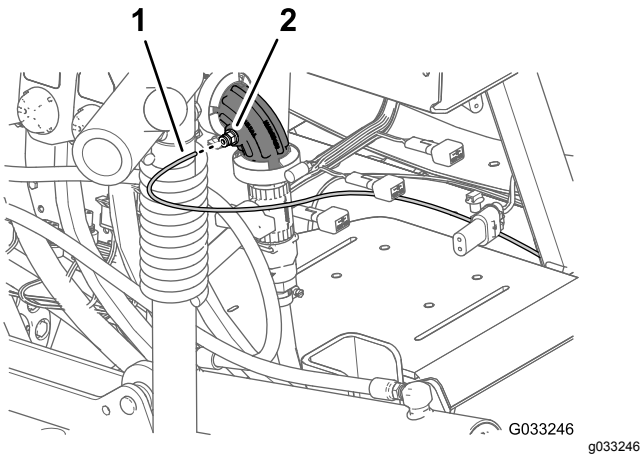
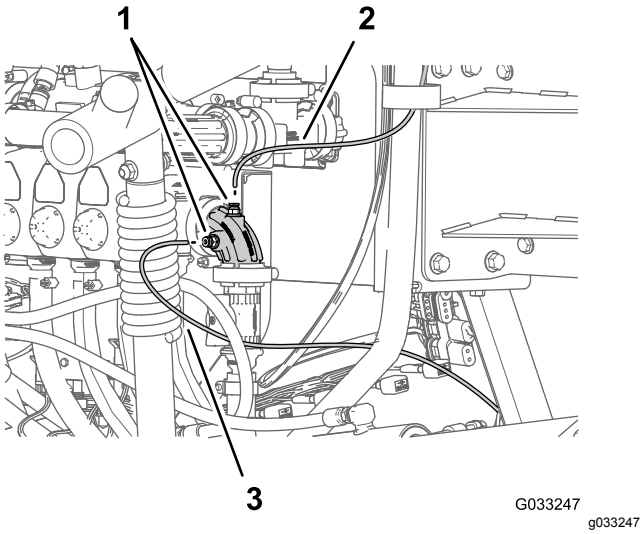

Figur 146
Figur 147
1. Rikta in änden på tryckgivarröret (plast) för instrumentbrädans tryckmätare med rörkopplingens låskrage (Figur 146 och Figur 147).
2. För in givarröret i låskragen tills röret sitter ordentligt (Figur 146 och Figur 147).